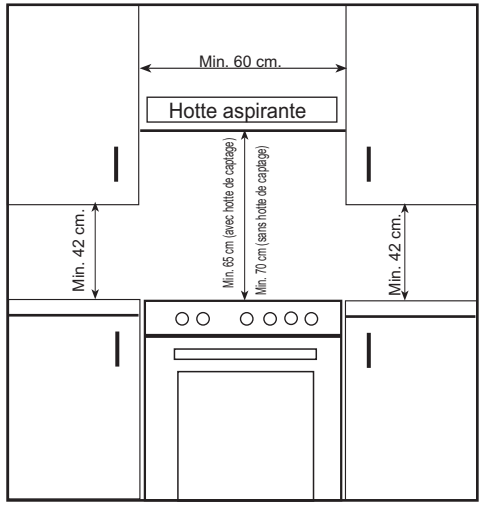

Figure 1
- La cuisinière peut être placée près d'un autre meuble, mais veillez à ce que la hauteur des meubles environnants ne dépasse pas la hauteur de la cuisinière (fig.1).